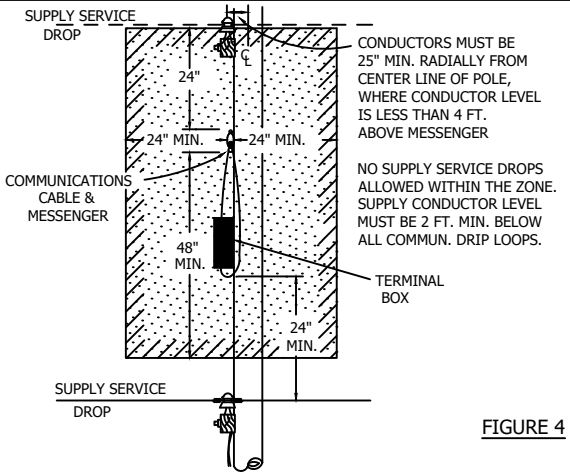

FIGURE 4
c. ENGRAVED METAL MODULE ID TAGS (HEAVY DUTY POLES ONLY) ARE LOCATED DIRECTLY BELOW EACH NAMEPLATE (FIGURES 4 & 5) AND CONTAIN THE FOLLOWING INFORMATION: